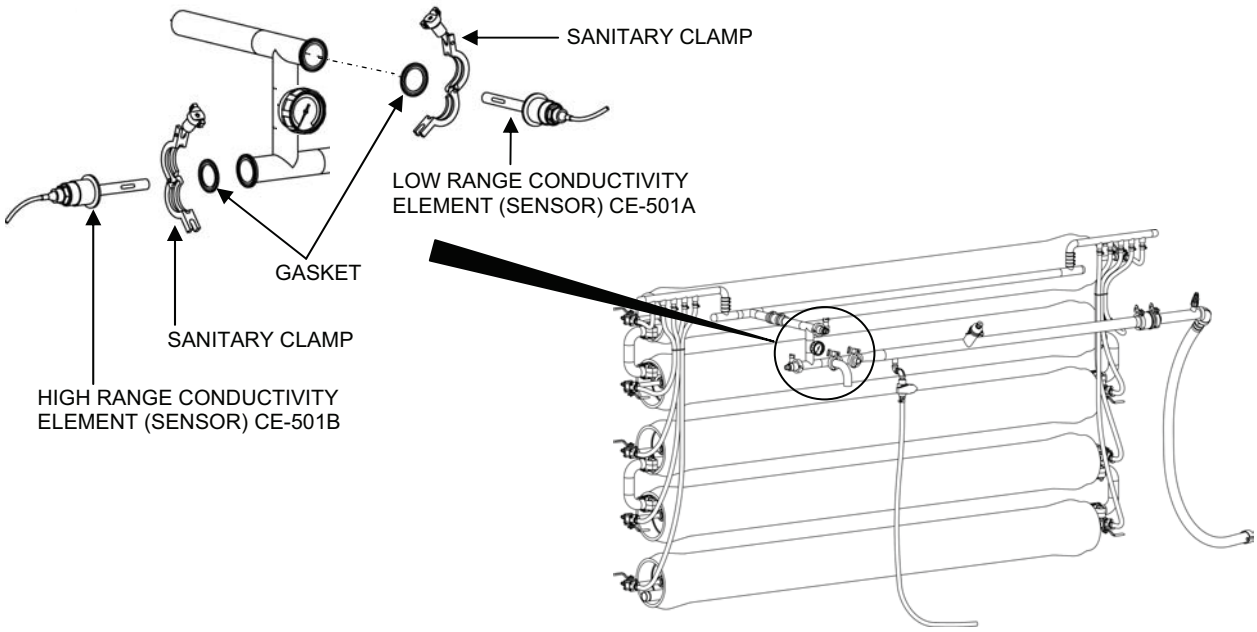

Figure 8. Conductivity Sensors Location.
a. Remove the sanitary clamp and gasket that secure the sensor in the process pipe and pull the sensor out of the pipe (see Figure 8 for the location of the conductivity sensors).